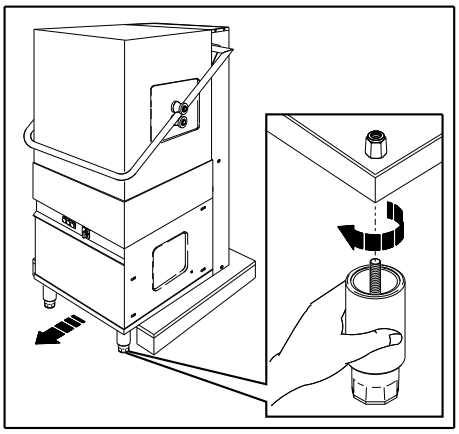

Рис. 4
3. Передвиньте машину на поддоне так, чтобы освободились два из четырёх отверстий для установки ножек (рис. 4).
Возьмите одну из входящих в комплект поставки ножек и закрутите её в одно из освободившихся отверстий (рис. 4).
Аналогичным образом закрутите вторую ножку (рис. 4)..